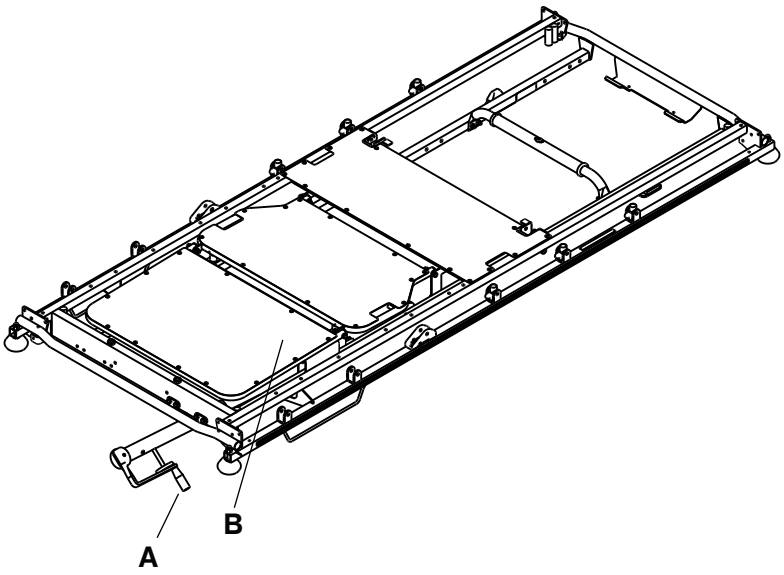

Figura 6 – Alzaginocchia e manovella
Per sollevare l'alzaginocchia (B), ruotare la manovella (A) in senso orario (Figura 6).